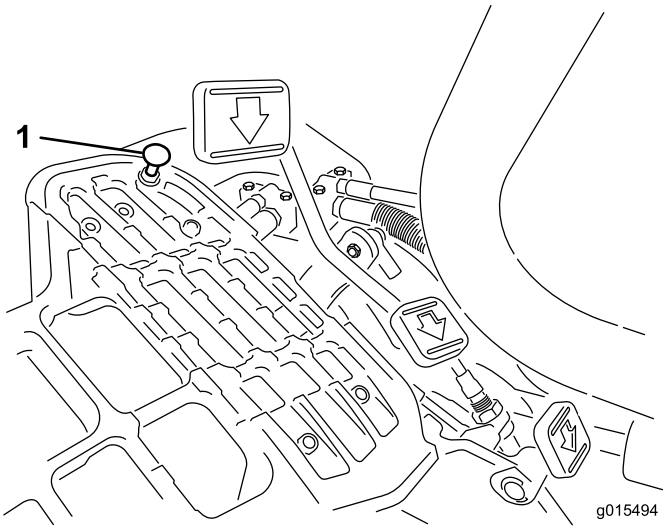

Figur 52
Trykk ned trekkpedalen. Hvis du kan tråkke pedalen helt inn (Figur 52) før det er spenning i kabelen, er det nødvendig med en justering.
1. Løsne flenshodelåsemutterne som fester pedalstopperen til gulvet (Figur 52).